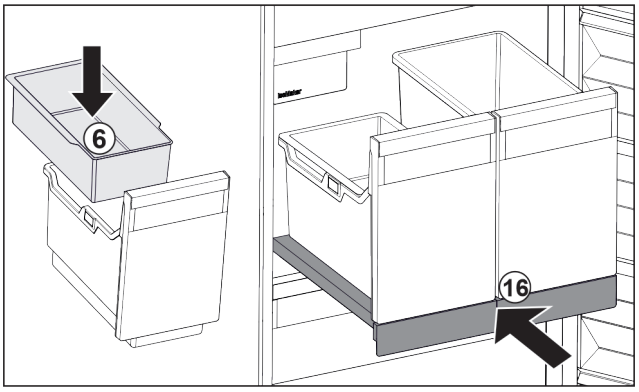

Fig. 176
▶ 安装冰块挂盘 *Fig. 176 (6)*。
▶ 将带有容器 (IceTower) 的拉出式搁板推入。 *Fig. 176 (16)*